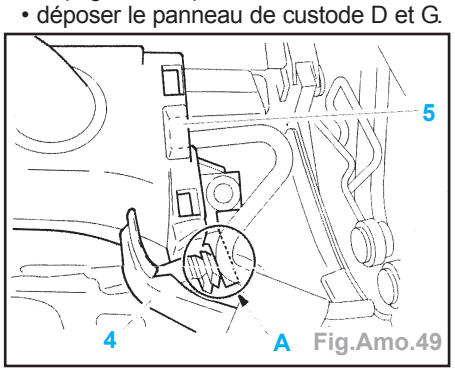

Fig.Amo.49
- déclipser en partie sup. D et G, la garniture latérale (4) de la garniture (5) en A (Fig.Amo.49),